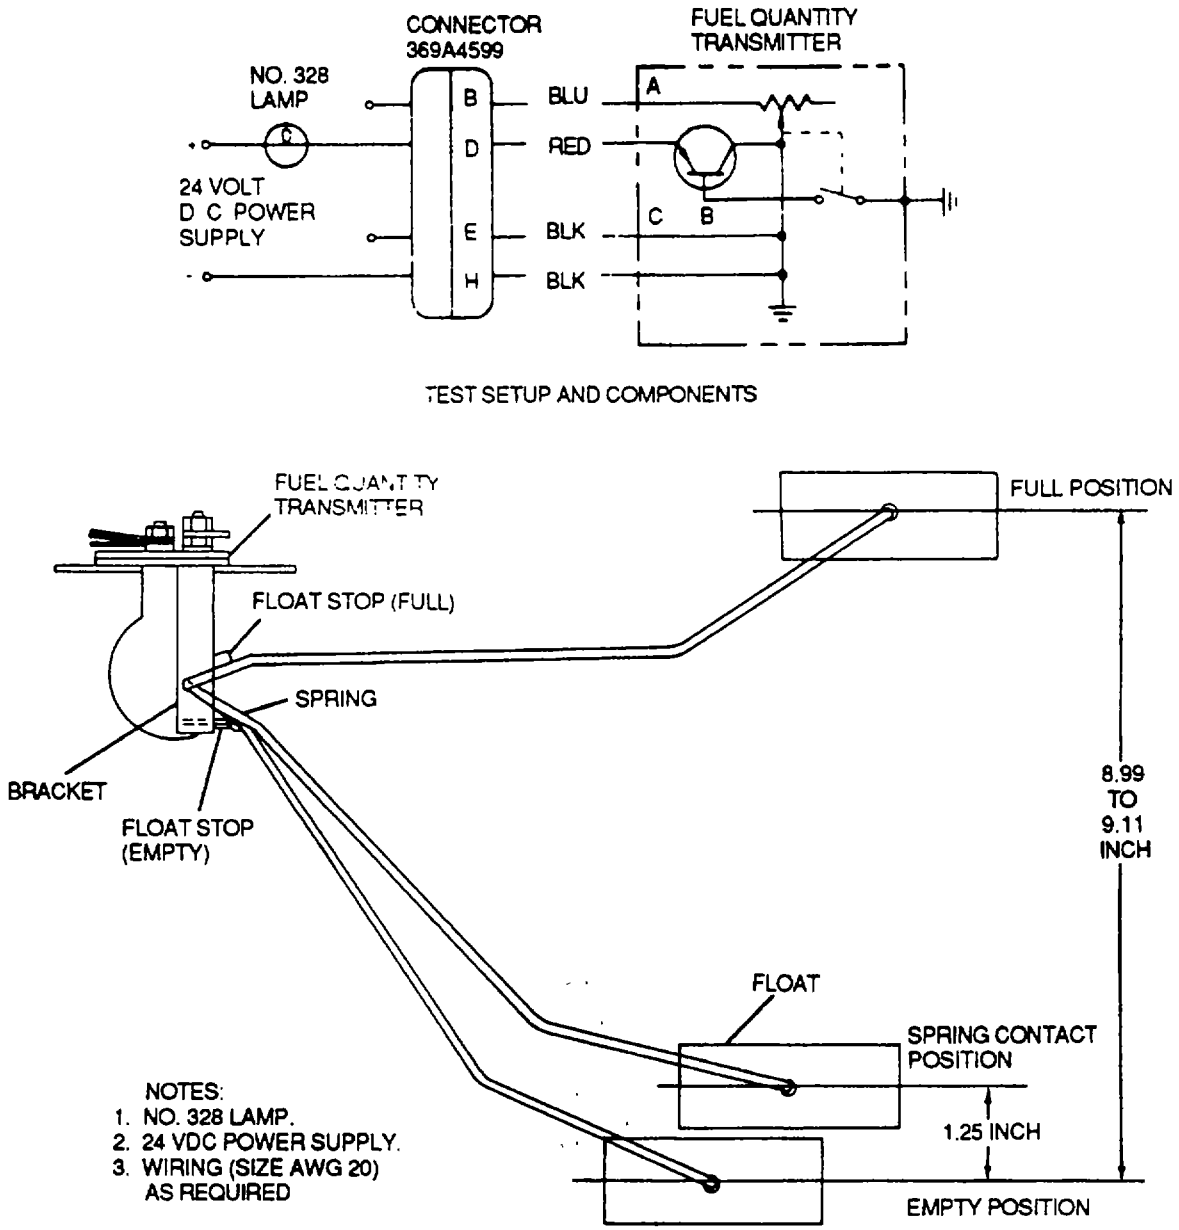

Figure 2-7. Float Switch Unit
e. *Float Switches.* Float switches are used to illuminate caution lights located on the cockpit instrument panel. Illumination usually occurs when the fuel level falls below a certain point. A typical float switch unit is shown in figure 2-7. Inspect switch for cracks, damage, corrosion, and security. Replace if damage exceeds inspection requirements in the applicable maintenance manual.
(1) Types. There are two basic fuel cell and tank types. These types are the fuel cell and the integral fuel tank.